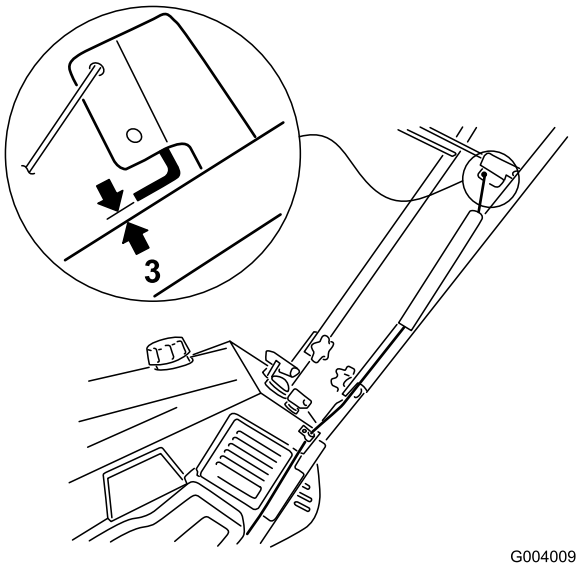

Figure 7
4. Slide the spring cover over the spring and the cable adjuster and push the spring end through the hole at the end of the spring cover (Figure 7).
5. Hook the spring into the top hole of the control bar bracket (Figure 7).
6. Move the control bar back toward the handle to remove the slack in the cable, and ensure that the gap between the control bar and the handle is 1/16 to 1/8 inch (2 to 3 mm) as shown in Figure 7.